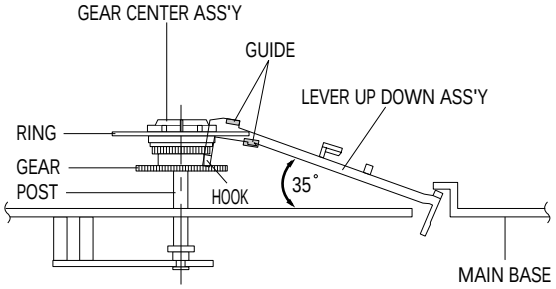

Fig. 4-27 Lever Up Down Ass'y Removal
1) Insert the Lever Up Down Ass'y ❶ in the rectangular holes on Main Base as shown in Fig 4-27.
2) Lift the Lever Up Down Ass'y ❶ about 35°. (Refer to Fig 4-27)
3) Insert Ring of the Gear Center Ass'y ❷ in the Guide of the Lever Up Down Ass'y ❶.
4) Insert the Gear Center Ass'y ❷ in the post on Main Base.
5) Push down the Lever Up Down Ass'y ❶ for locking of the Hook.